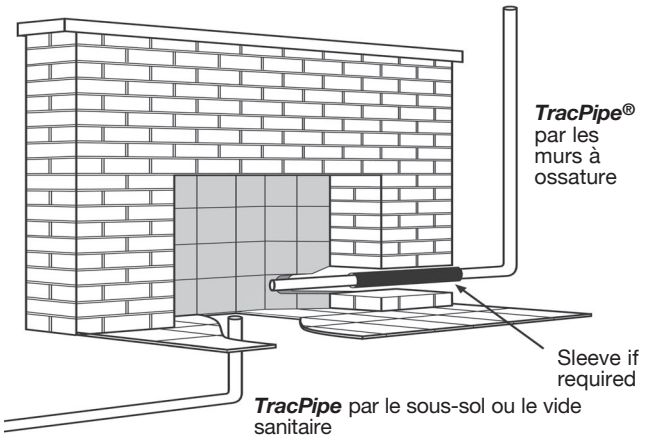

Figure: 4-22
1. La tuyauterie ***TracPipe®*** peut être utilisée pour amener le gaz directement au robinet d'un foyer à gaz. Cette utilisation a été approuvée pour les foyers décoratifs et chauffants et pour les bûches à gaz utilisées dans les caissons de foyer en maçonnerie et préfabriqués. N'UTILISEZ PAS la tuyauterie ***TracPipe®*** pour les raccordements à un brûleur ou à un allume-feu à gaz dans les foyers où seront brûlées des bûches en bois. (Voir Figure : 4-22).